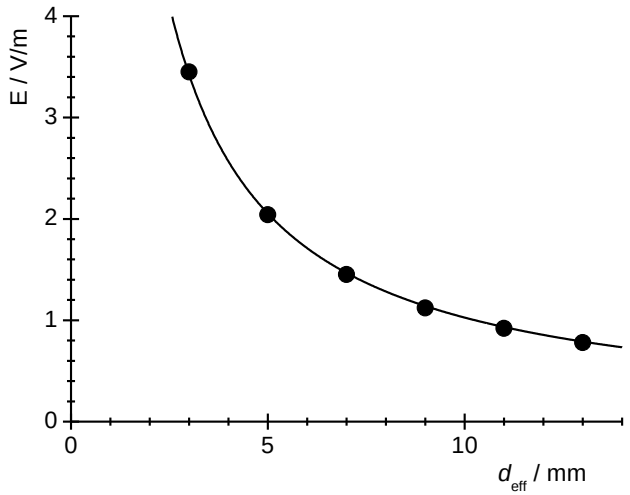
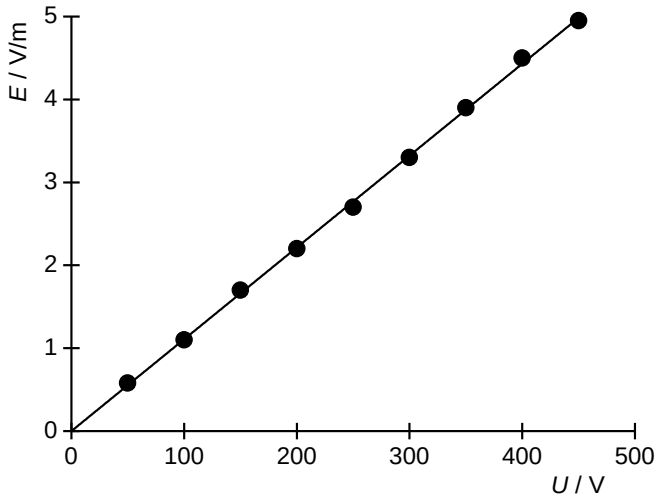

Fig. 3: Elektrisches Feld im Plattenkondensator in Abhängigkeit vom effektiven Plattenabstand für U = 100 V.
Fig. 4: Elektrisches Feld im Plattenkondensator in Abhängigkeit von der angelegten Spannung U für d_{eff} = 10 mm.
- Die gemessenen elektrischen Feldstärken E in Abhängigkeit des effektiven Plattenabstandes d_{eff} (Tab. 2) und der angelegten Spannung U (Tab. 3) graphisch darstellen (Fig. 3, 4).
- Die hyperbolische Abhängigkeit der elektrischen Feldstärke vom effektiven Plattenabstand (Fig. 3) und die lineare Abhängigkeit von der angelegten Spannung (Fig. 4) nach Gleichung (2) werden bestätigt.